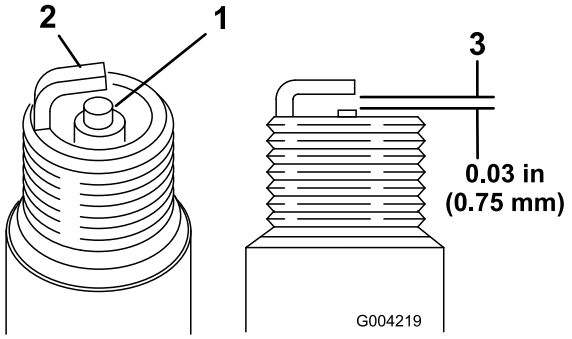

**Figur 51**
1. Se på midten av begge tennpluggene (Figur 51). Hvis du ser en lysebrun eller grå farge på isolatoren, fungerer motoren som den skal. Et svart belegg på isolatoren betyr som regel at luftrenseren er skitten.
2. Sjekk avstanden mellom elektroden i midten og elektroden på siden (Figur 51).
3. Bøy elektroden på siden (Figur 51) hvis avstanden er feil.